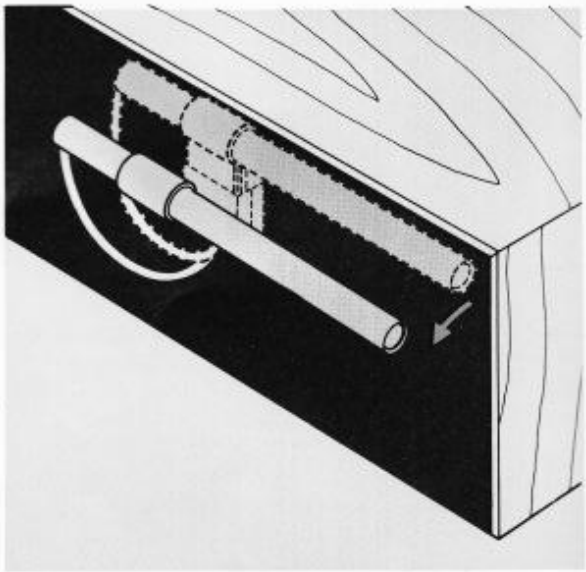

Figure 3. AM Ferrite-rod Antenna
6. Pull the AM ferrite-rod antenna out as shown in Figure 3.